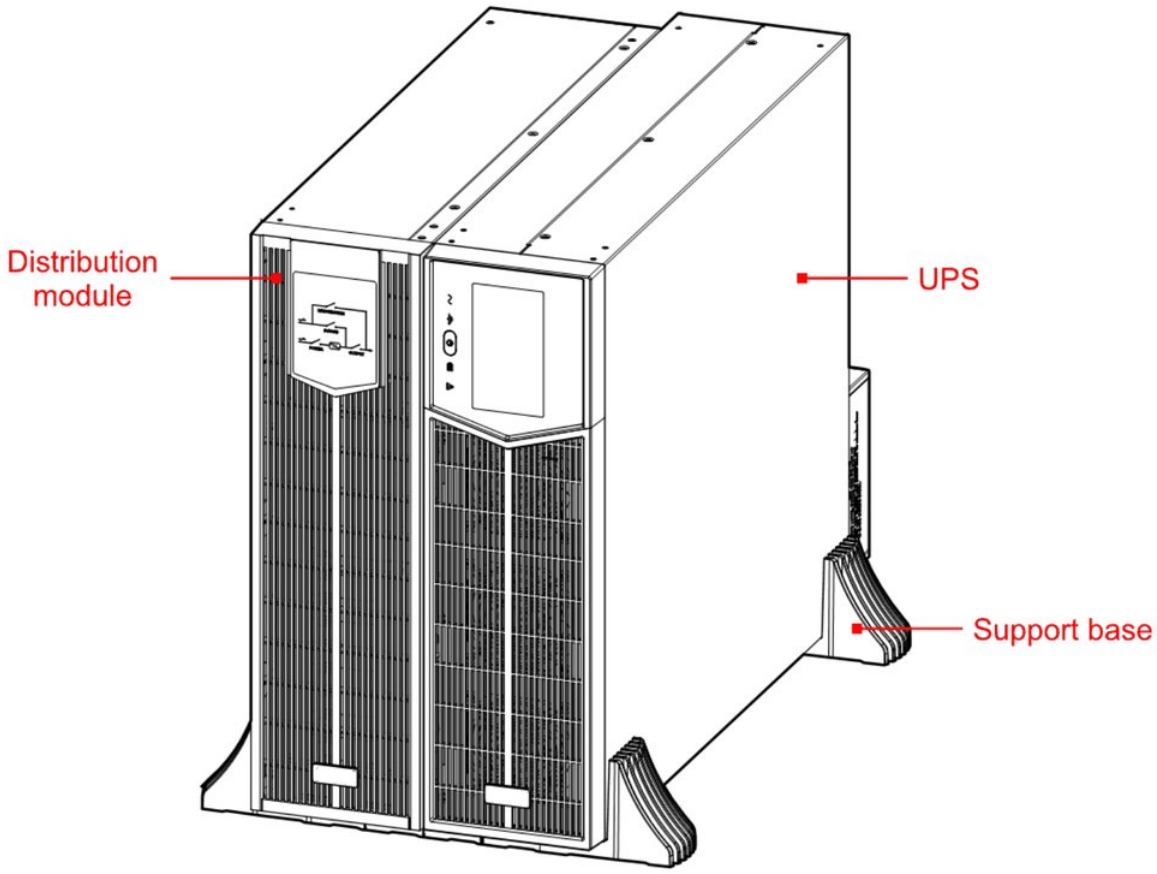

FIGURE 3-5 Placing the UPS and the distribution module
2. Place the UPS and the distribution module on the assembled base, as shown in Figure 3-5.